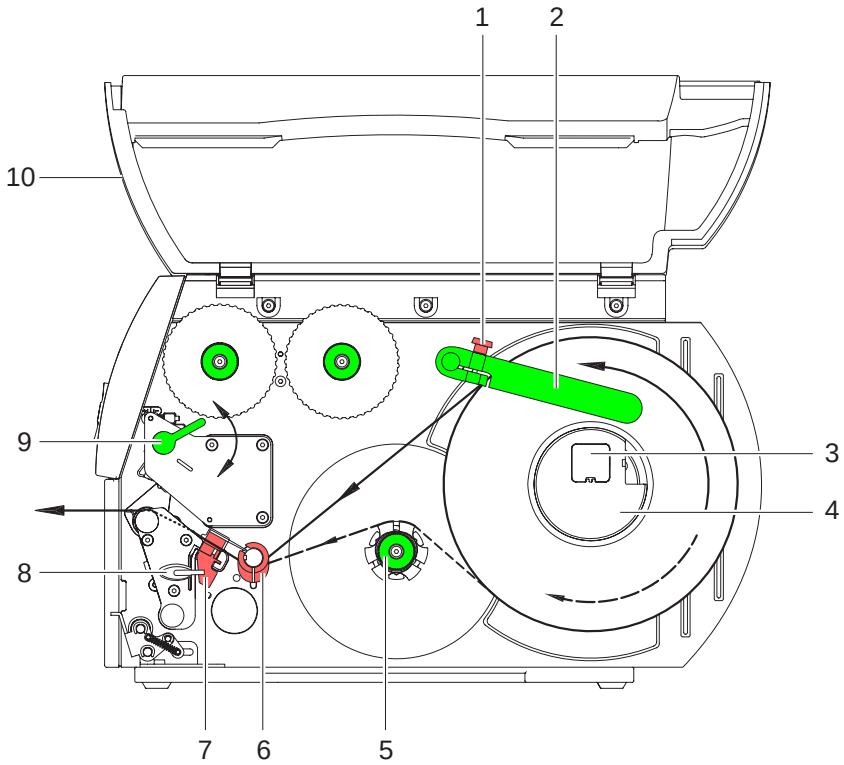

Bild 5: Sätta i rulletiketter
Använd den medföljande **insexnyckeln** för att ställa in och underlätta montering, nyckeln finns i nedre delen av utskriftsenheten. Se bild 5, position 8. Andra verktyg behövs inte för de arbeten som beskrivs här.
⇒ Vrid spaken (bild 5, pos. 9) medurs för att låsa skrivarhuvudet.